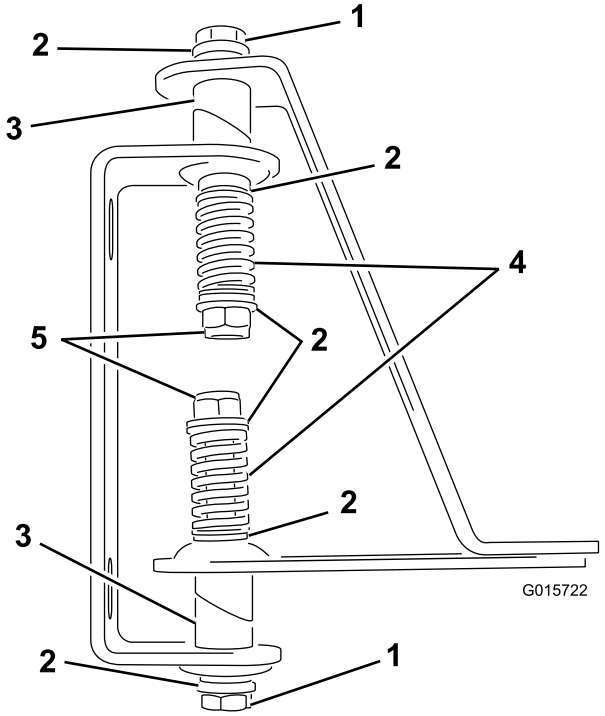

Figuur 3
4. Steek de bouten door de openingen van de gelaste buizen, de hengsels en de banden (Figuur 3).
6. Breng een veer aan op het uiteinde van elke bout (Figuur 3).